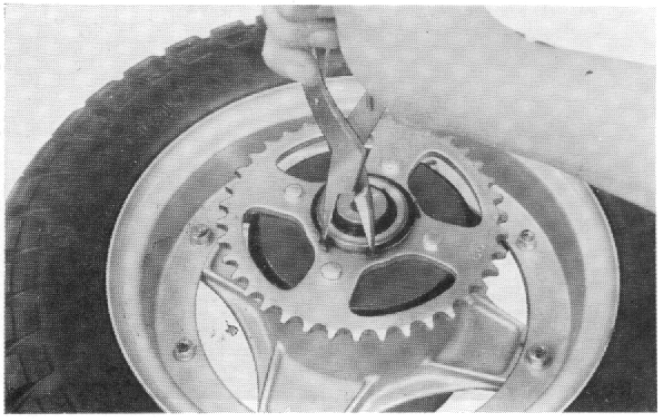

Fig. 85
(6) Remove the snap ring with a snap ring plier to separate the driven sprocket from the hub. (Fig. 85)